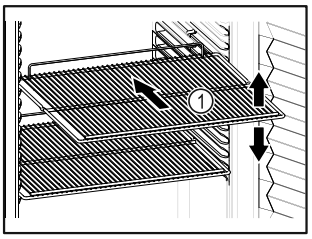

Fig. 60 Reprezentare exemplificativă
- ❑ Dacă grătarele tip poliță *Fig. 60 (1)* pot fi mutate, adaptați-le în funcție de înălțime.